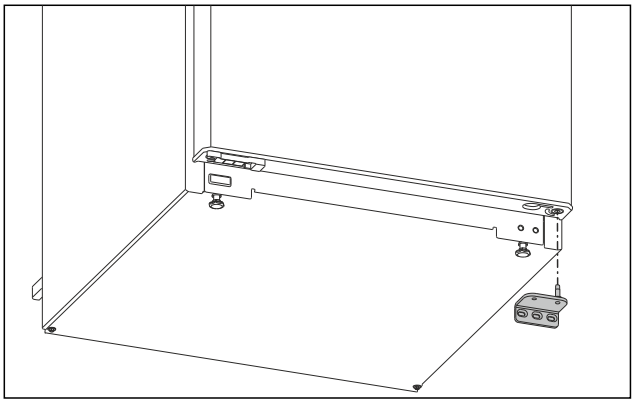

Fig. 5
▶ Tag hængslet af nedefter. (se Fig. 5)